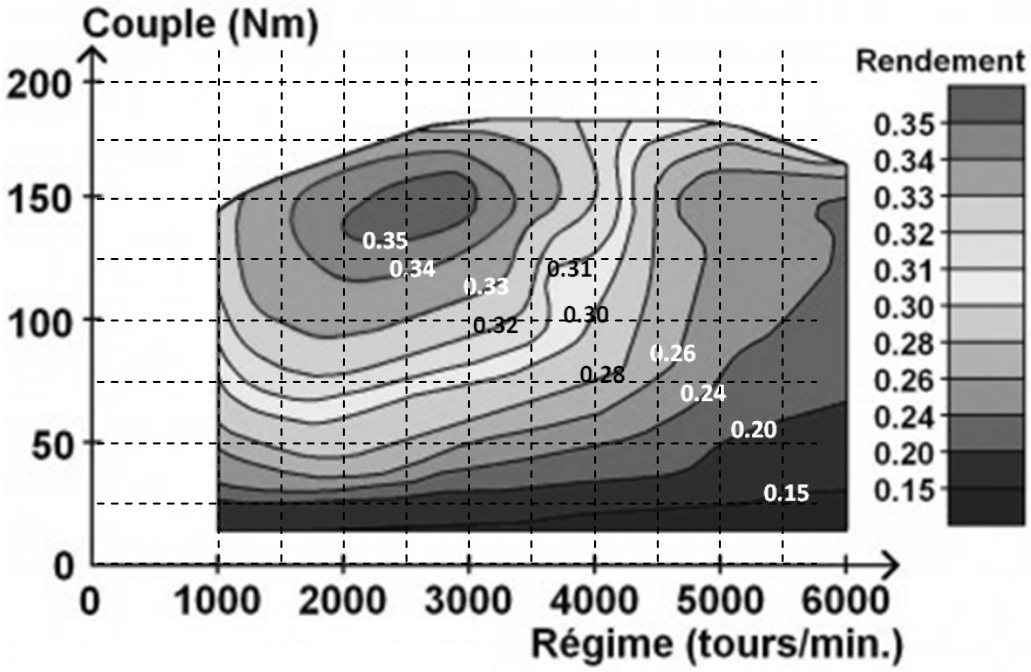

Figure 1 : carte de rendement
2.1 Calculer, à partir de l'échelle de rendement (0,10 à 0,35) de la carte (Figure 1), l'échelle de consommation spécifique en g/kWh. Donnez vos résultats sous forme d'un tableau (colonne 1 rendement, colonne 2 consommation spécifique).